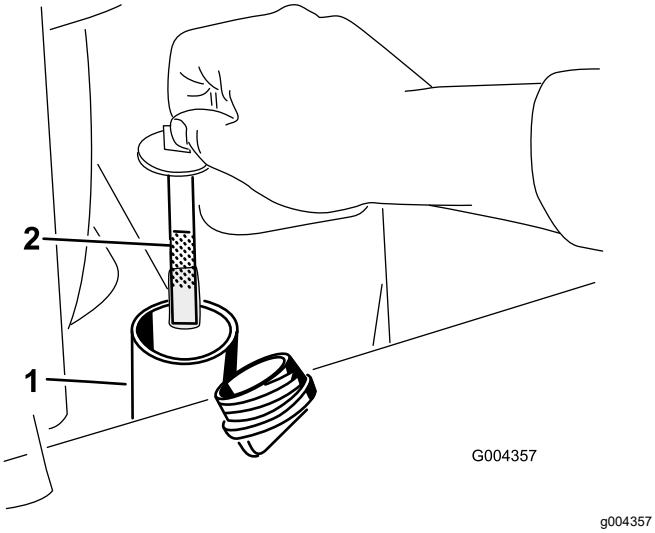

Rysunek 62
5. Wykręć korek zbiornika oleju hydraulicznego i wskaźnik poziomu oleju (Rysunek 62).